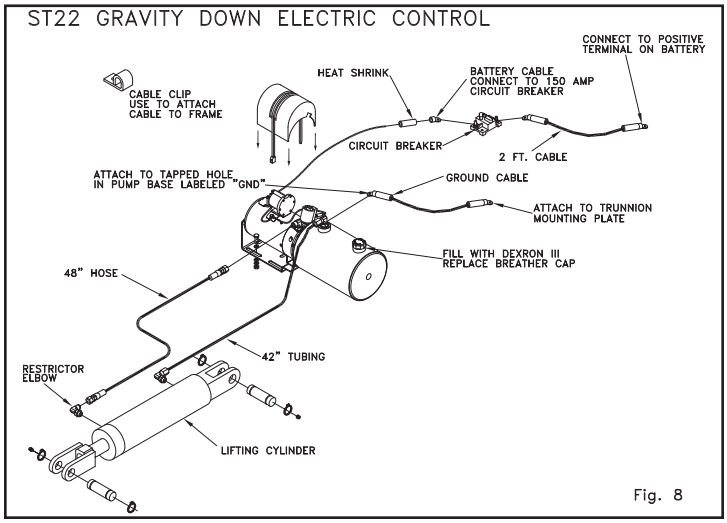

Fig. 8
Step 13 Install fittings in the cylinders and the pump. The ST 31 with power down electric control are supplied with flow controls. The arrow on the flow control valve must point towards the power unit. Install hoses and hose clamps and fill the reservoir with Dexron III. Attach the ground cable to the tapped hole on the pump base labeled “GND” and the other end to the trunnion mounting bracket using the .38 hardware and internal tooth lockwashers provided. See figures 8, 9, 10 and 11 for assembly diagrams.
Step 14 Fasten the 150 AMP circuit breaker provided within 2 ft. of the truck battery. Route the battery cable from the liftgate toward the 150 AMP breaker. AVOID SHARP CORNERS AND HIGH HEAT AREAS. Use cable clips provided to secure the cable to the truck frame every 2 feet. Cut the cable to the desired length and strip .88" of insulation from the end. Slide the pre-cut heat shrink over the end of the cable. Secure the cable lug in a vise and apply heat to the connector and insert the cable as the solder melts. Allow the connector to cool and install the breaker. Install heavy ground cable from negative battery terminal to the frame. Wire the breaker to the truck battery using the 2 ft. cable provided. See figures 8, 9, 10, and 11.